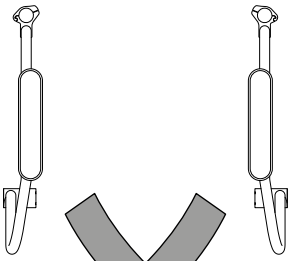

fig. 15
1. La position standard permet une abduction de la position des jambes (fig. 15).